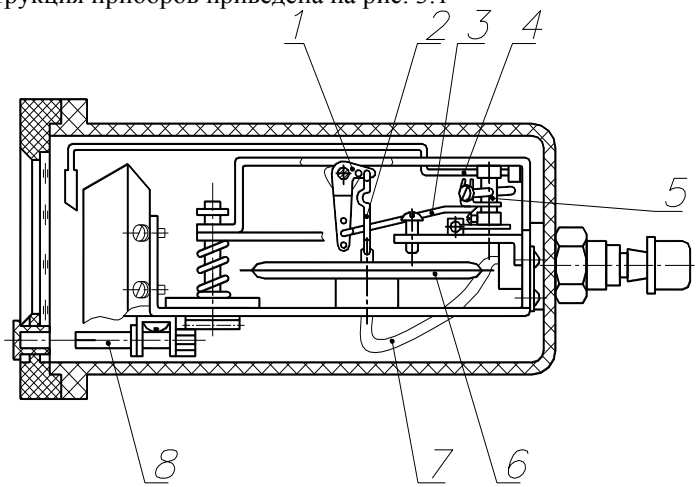

Рисунок 3.1 – Конструкция прибора
3.2 Конструкция приборов приведена на рис. 3.1